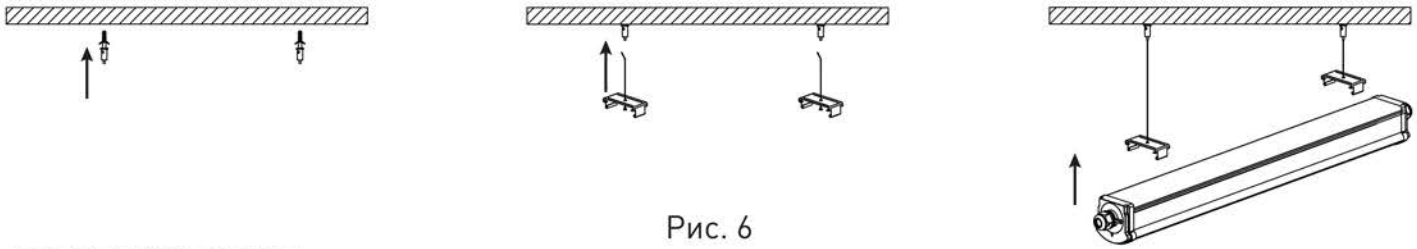

Рис. 6
6.8.5 Монтаж светильника на подвесах (рисунок 6) производить при помощи монтажных скоб, входящих в комплект изделия, и тросов (тросы в комплект не входят).